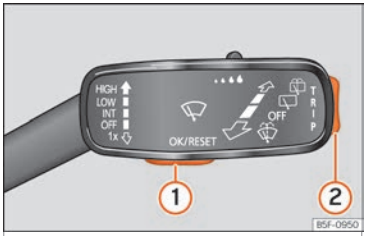

Abb. 71 Scheibenwischerhebel: Steuertasten.
Solange eine Warnung der Priorität 1 vorliegt, ››› Seite 81, kann auf kein Menü zugegriffen werden. Einige Warnmeldungen können bestätigt und ausgeblendet werden über die Taste ››› Abb. 71 ①.